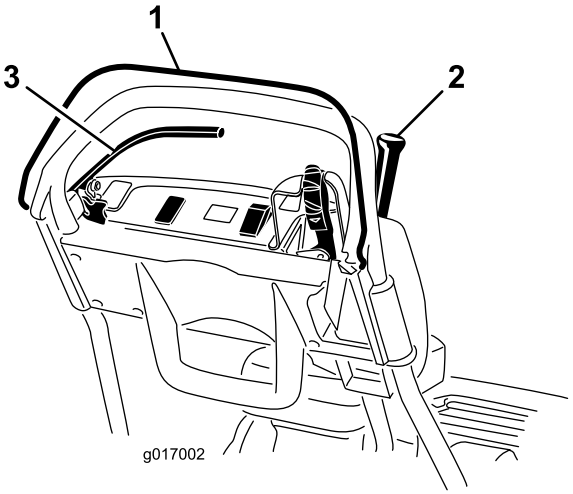

Figur 27
3. Prøv å koble til trekkspaken når du slipper dødmannskontrollen (Figur 27). Trekkspaken skal ikke kobles inn. Hvis trekkspaken kobles til, har sperrebrytersystemet behov for service. Korriger problemet før du bruker maskinen. Se Overhale sperrebryterne.
4. Når du trykker ned dødmannskontrollen og trekkspaken er koblet til, slipper du dødmannskontrollen (Figur 27). Trekkspaken skal kobles fra. Hvis trekkspaken ikke kobles fra, har sperrebrytersystemet behov for service. Korriger problemet før du bruker maskinen. Se Overhale sperrebryterne eller Justere trekkontrollen.
5. Når dødmannskontrollen er trykket ned og girspaken er flyttet til venstre, aktiverer du trekket og spolemotoren, og slipper dødmannskontrollen (Figur 27). Trekkspaken skal kobles fra. Hvis trekkspaken ikke kobles fra, har sperrebrytersystemet behov for service. Korriger problemet før du bruker maskinen. Se Overhale sperrebryterne, Justere trekkontrollen eller Justere spolekontrollen.
6. Når dødmannskontrollen er trykket ned og girspaken er flyttet til venstre for å aktivere trekket og spolemotoren, flytter du girspaken til høyre for å koble fra spolemotoren (Figur 27). Spolemotoren skal kobles fra. Hvis trekkspaken ikke kobles fra, har sperrebrytersystemet behov for service. Korriger problemet før du bruker maskinen. Se Justere spolekontrollen.
2. Når dødmannskontrollen er trykket ned, kobler du til girspaken og setter motorkontrollene i startposisjon (Figur 27). Prøv å starte motoren. Motoren skal ikke starte. Hvis motoren starter, trenger sperrebryteren service. Korriger problemet før du bruker maskinen. Se Overhale sperrebryterne.
2. Når trekkspaken er koblet fra, kobler du til bremsen og setter motorkontrollene i startposisjon (Figur 27). Prøv å starte motoren. Motoren skal starte. Hvis motoren ikke starter, trenger sperrebryteren service. Korriger problemet før du bruker maskinen. Se Overhale sperrebryterne.
3. Når motoren er i gang, aktiverer du servicebremsene (ikke parkeringsbremsene), trykker ned dødmannskontrollene og aktiverer trekkspaken (Figur 27). Motoren skal jobbe for å overkomme bremsen, men skal ikke stoppe. Hvis motoren stopper med en gang, trenger sperrebryteren service. Korriger problemet før du bruker maskinen. Se Overhale sperrebryterne.
4. Når motoren er i gang, aktiverer du parkeringsbremselåsen, trykker ned dødmannskontrollene og aktiverer trekkspaken (Figur 27). Motoren skal stoppe. Hvis motoren ikke stopper, trenger sperrebryteren service. Korriger problemet før du bruker maskinen. Se Overhale sperrebryterne.